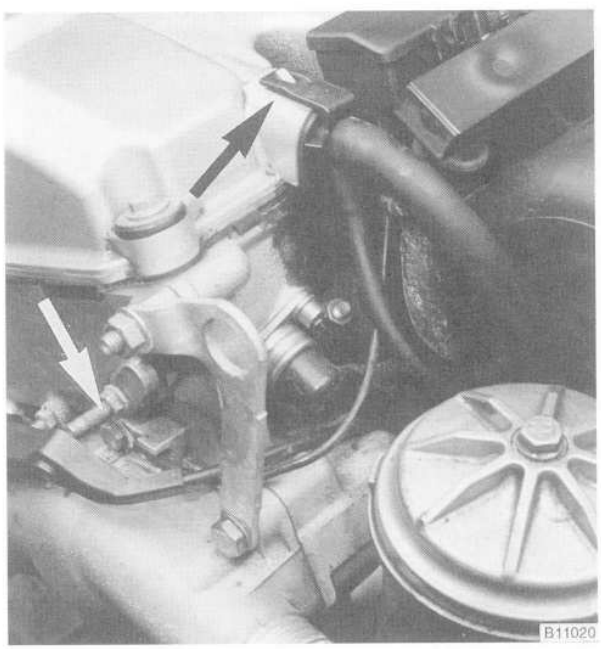

Fig. 14. Crankcase ventilation hose fitting and ground wire (**arrows**) to be disconnected and removed.
13. Disconnect the crankcase ventilation hose fitting from the cylinder head cover. Remove the wiring cover from the front of the cylinder head and then remove the ground wire shown in Fig. 14.